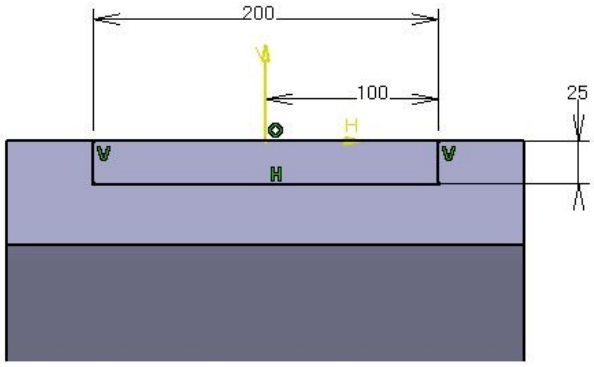

Figure 7-35 *Modified sketch of the second feature*
e. Edit the model, refer to Figures 7-35 and 7-36.
15. Modify the sketch, as shown in Figure 7-35, using the tools in the **Sketcher** workbench.